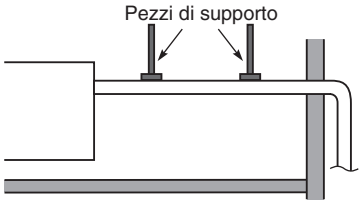

Fig. 3-13
- Non applicare forza eccessiva al tubo sul lato dell'unità quando si collega il tubo di scarico. Il tubo non deve venire lasciato pendere senza supporto dopo essere stato collegato a quest'unità. Fissare il tubo ad un muro, ad un sostegno o altro supporto il più vicino possibile a quest'unità. (Fig. 3-13)